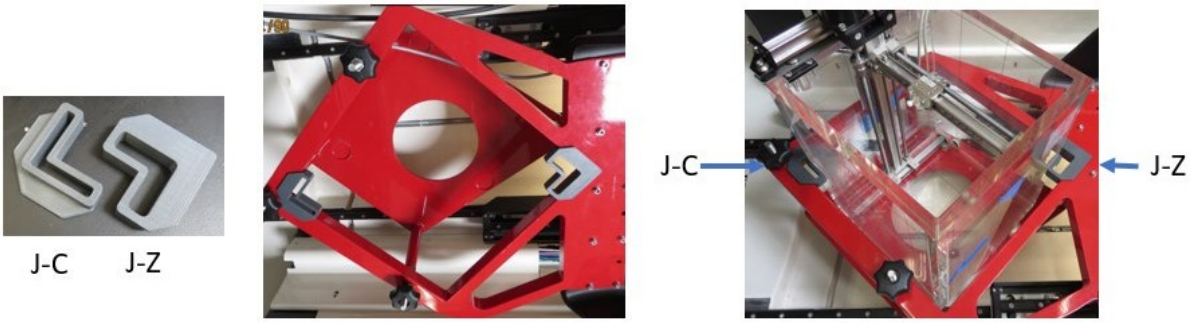

Figure 1-1. Réservoir PTW
2. Placez un réservoir PTW vide dans le support et centrer le réservoir avec 2 gabarits de centrage (voir Figure 1-1).